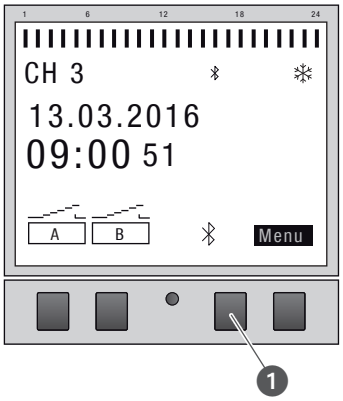

Fig. 22: Establecer la conexión por Bluetooth en el módulo de canales adicionales
6. Pulse el botón de Bluetooth (Fig. 22/❶) del módulo de canales adicionales.